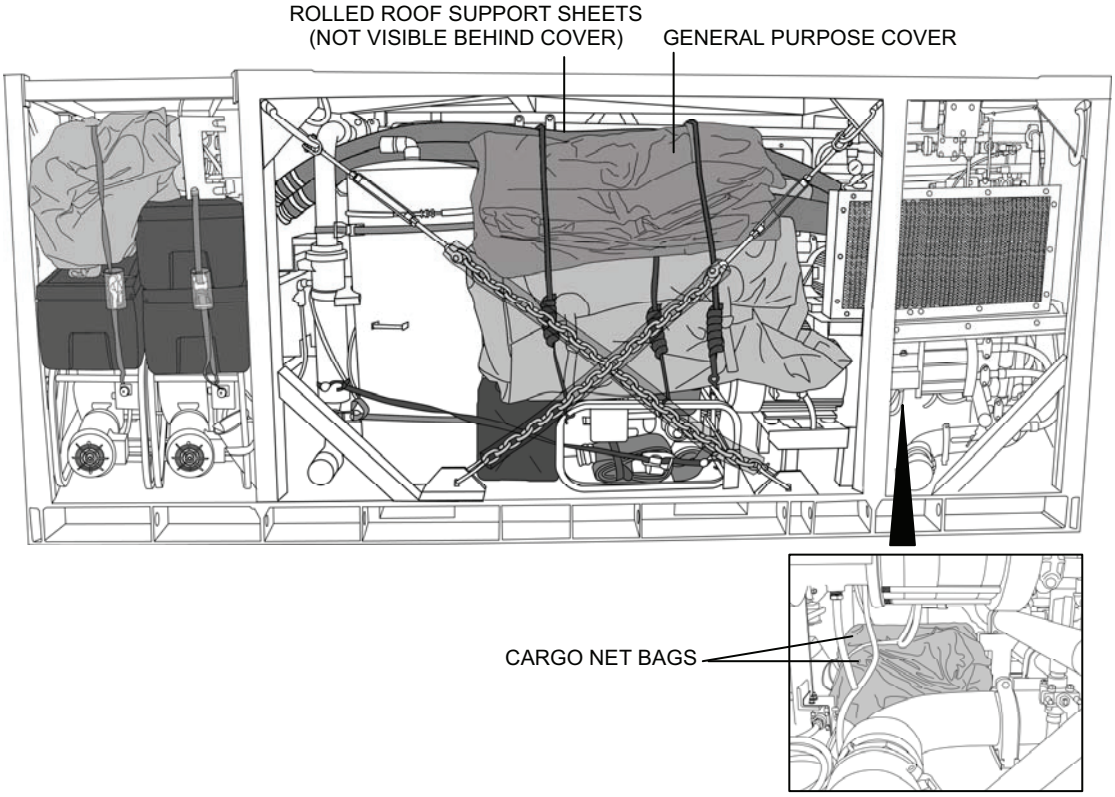

Figure 25. General Purpose Cover Packout and Cargo Net Storage Location.
g. Fold the General Purpose Cover and place it on top of the tank and hoses in front of the rolled sheets and under the straps. Then tighten the straps (Figure 25).
2. Remove the two cargo net bags from under the high-pressure pumps (Figure 25).